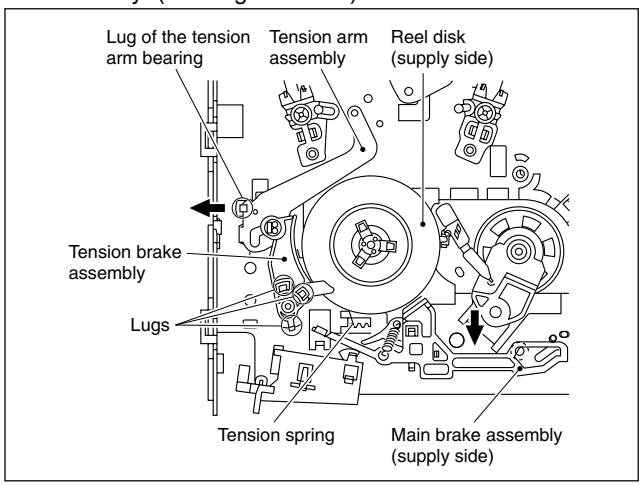

Fig. 2-2-21a
(1) Remove the three lugs of the tension brake assembly from the main deck and pull them off.
(2) Remove the reel disk (supply side) by loosening in the arrow-indicated direction the main brake assembly (supply side).
(3) Remove the tension spring on the back of the main deck. Then release the lug of the tension arm bearing in the arrow-indicated direction and draw out the tension arm assembly. (See Fig. 2-2-21a.)